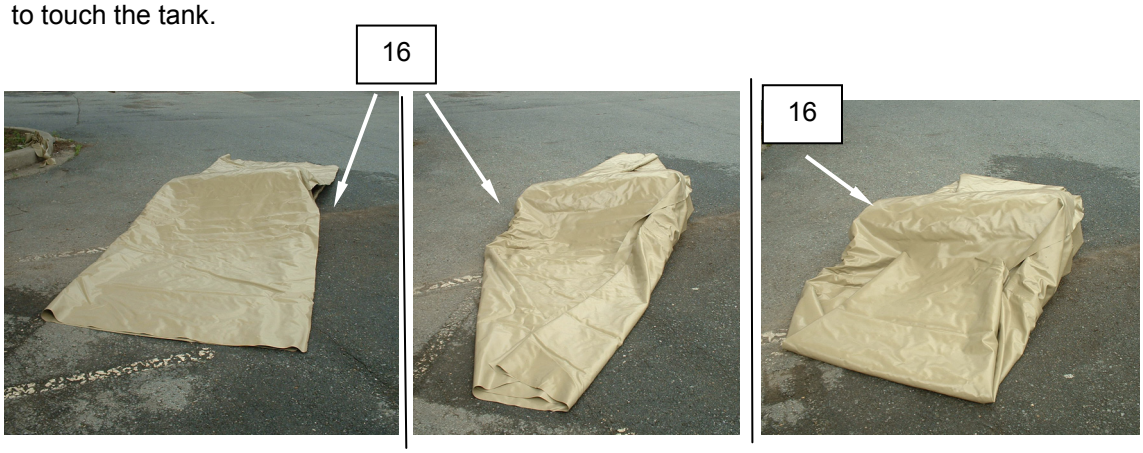

Figure 17. Prepare the 3000 Graywater Tank for Movement.
15. Fold the ground cloth **(Figure 17, Item 165)** from the remaining side to cover the tank. Then fold the ground cover again to approximately two feet wide at both ends. Fold the ends of the ground cover to touch the tank.